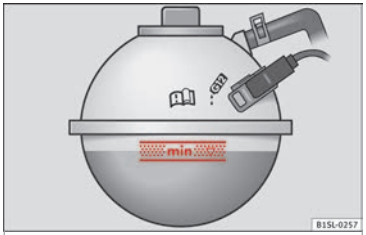

Bild 244 I motorutrymmet: Markering på expansionstanken
- När motorn är kall ska du kontrollera kylvätskenivån med hjälp av markeringen på sidan av expansionstanken ››› **bild 244**.
- Kylvätskenivån ska ligga mellan markeringarna på expansionstanken för kylvätska **››› bild 244**. **Överskrid inte det markerade områdets högsta nivå** ››› ❗.
• Späd endast till det markerade områdets högsta nivå ››› bild 244. Annars kommer överskottet av kylmedlet att tryckas ut ur kylsystemet när motorn är varm och orsaka skador.